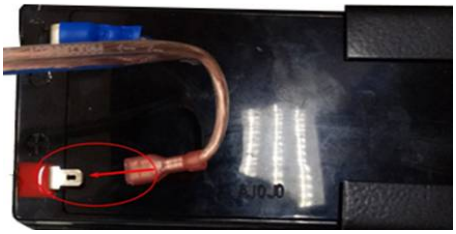

Рисунок 28
6.9 Подключить аккумулятор к адаптеру питания (см. рисунок 28).